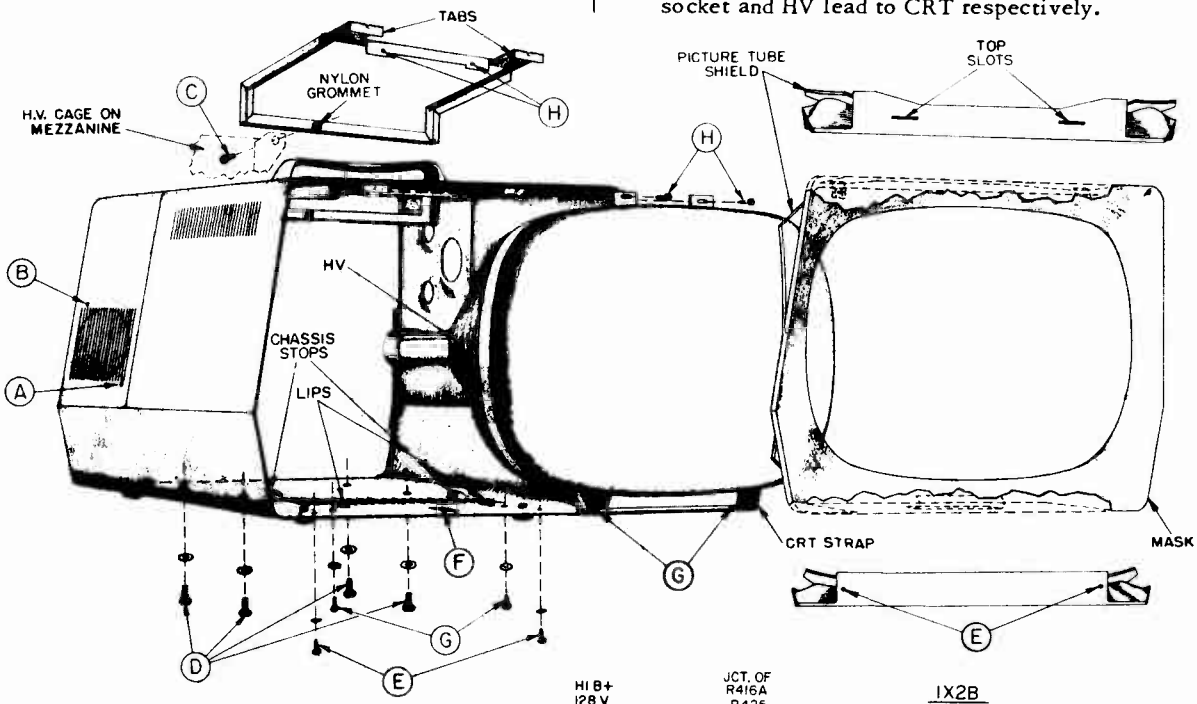

Figure 13 – CRT Removal
CRT Removal (refer to figure 13)*
1. From the bottom of the cabinet, remove the two screws (E) closest to front edge of base, which secure bottom of mask.
3. To remove the CRT, remove the two self tapping screws (G) from the bottom of cabinet.
4. Steady the CRT with one hand and remove the two screws (H) from the top bracket. Carefully slide the CRT out of the cabinet as shown in figure 13.